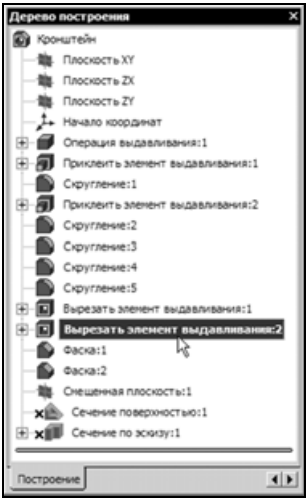

Рис. 4.49
- Вновь установите ориентацию **Изометрия XYZ**. Укажите в дереве построения операцию **Вырезать элемент выдавливания:2**, отвечающую за построение отверстий (рис. 4.49).